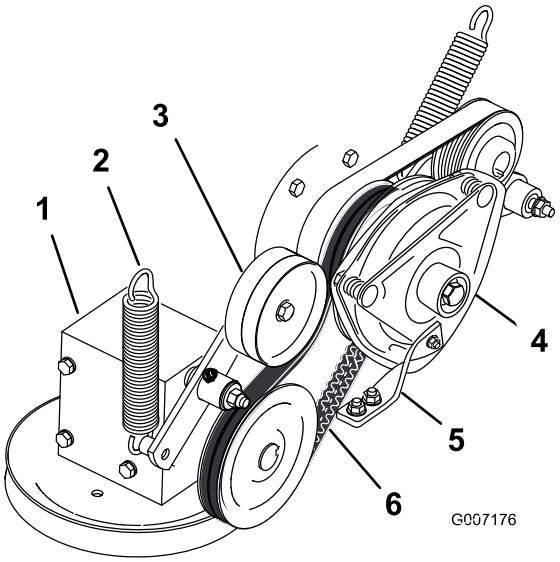

**Figur 70**
4. Fjern fjæren fra lederullarmen (Figur 70).
7. Sett den nye kraftuttaksremmen på clutchremskiven og girkasseremskiven (Figur 70).
9. Monter fjæren på lederullarmen (Figur 70).